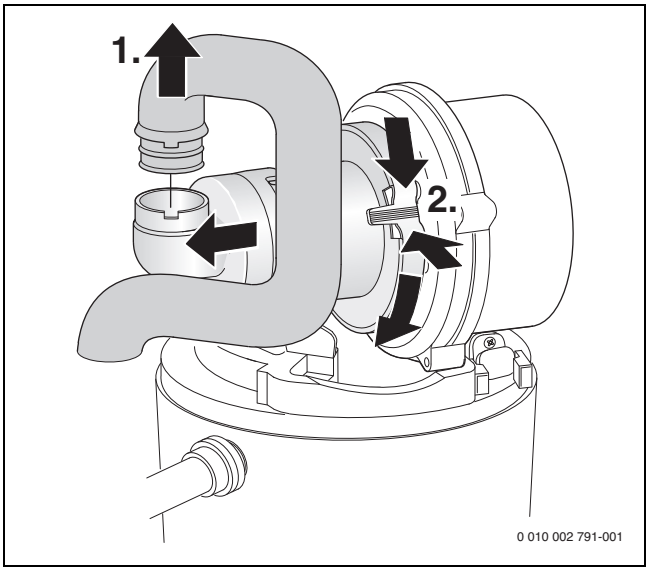

Rys. 49 Demontaż rury ssącej i zespołu mieszającego
- Zdemontować zespół mieszający (→ rys. 49).